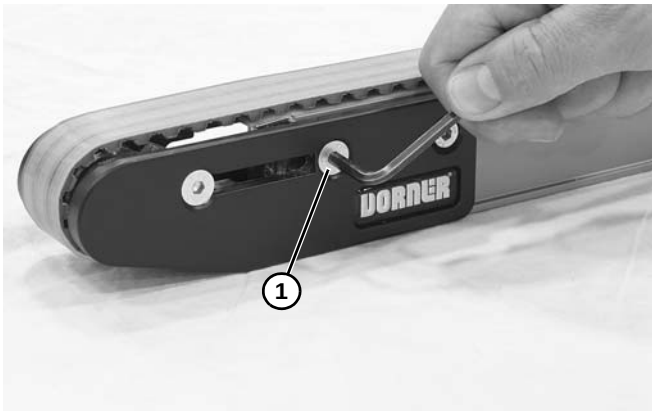

Abbildung 48
1. Schraube **(Abbildung 48, Teil 1)** auf beiden Seiten des Förderbands entfernen.